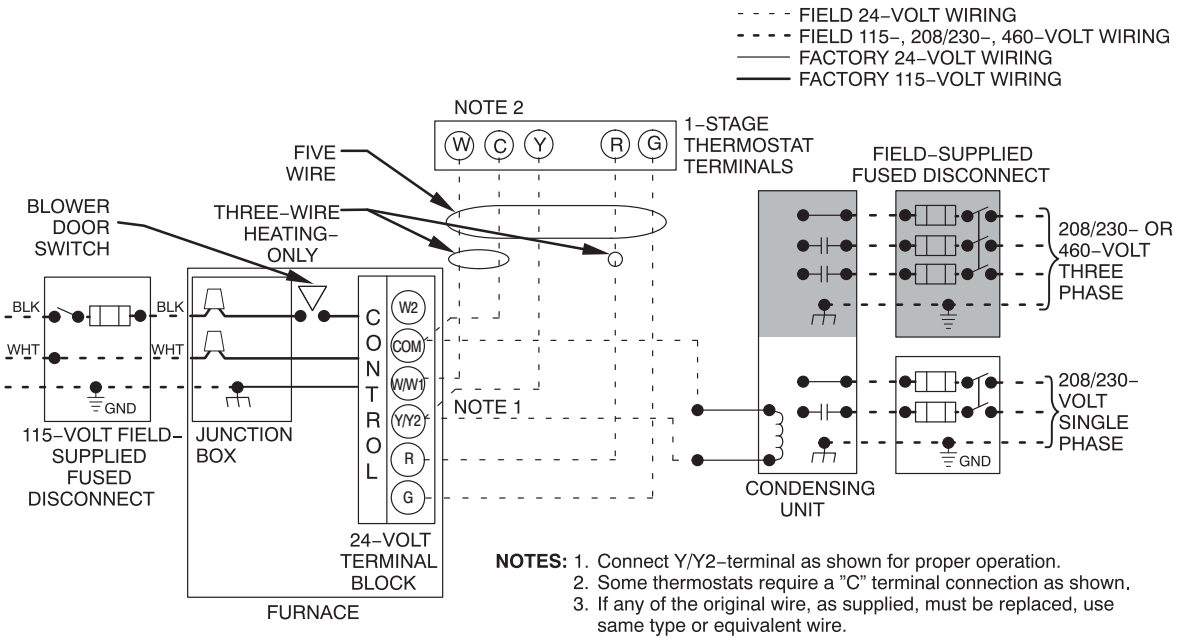
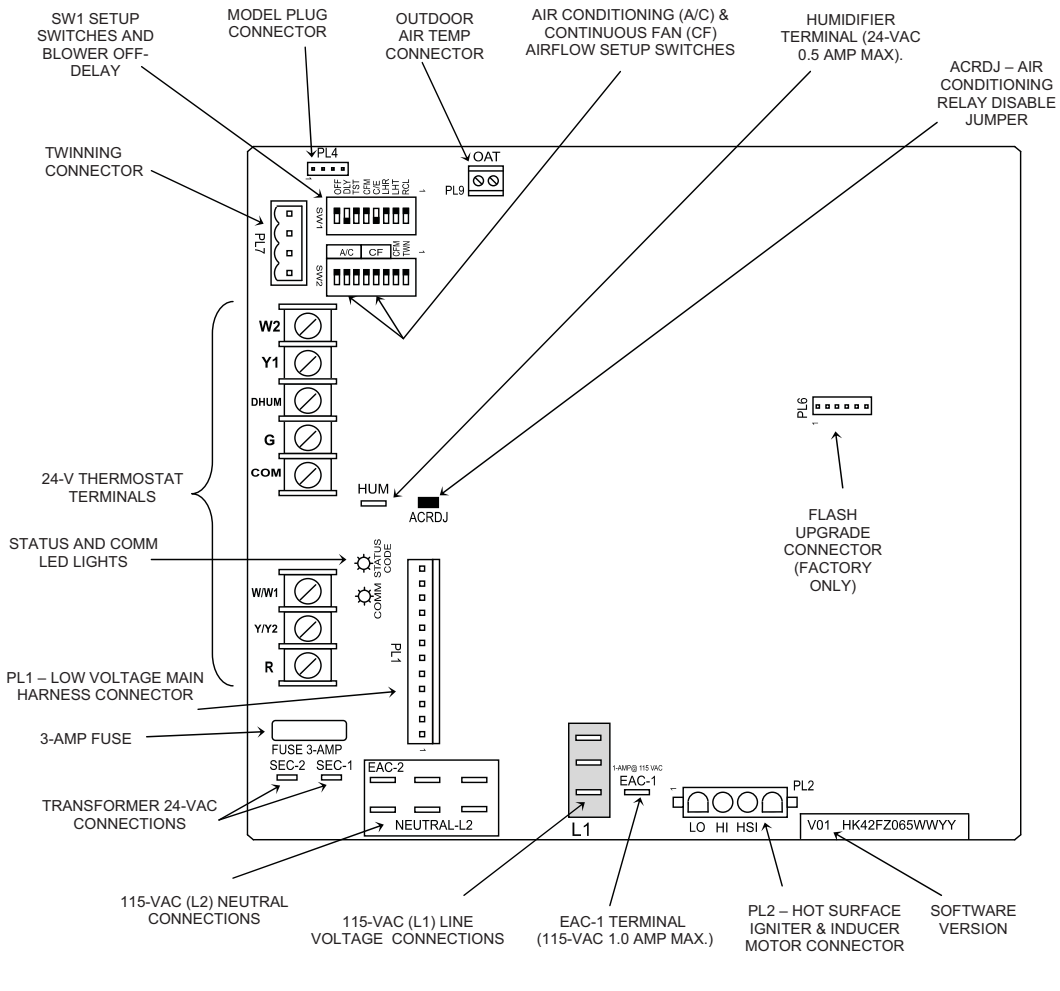

Fig. 36 - Typical Two-Stage Field Wiring Diagram
Fig. 37 - Example of Variable Speed Furnace Control
7. Connect field power and neutral leads to furnace power leads as shown in **Fig. 36**.
Make field 24-v connections at the 24-v terminal strip. See **Fig. 37.** Connect terminal Y/Y2 as shown in Fig. 36 for proper cooling operation. Use only AWG No. 18, color-coded, copper thermostat wire.